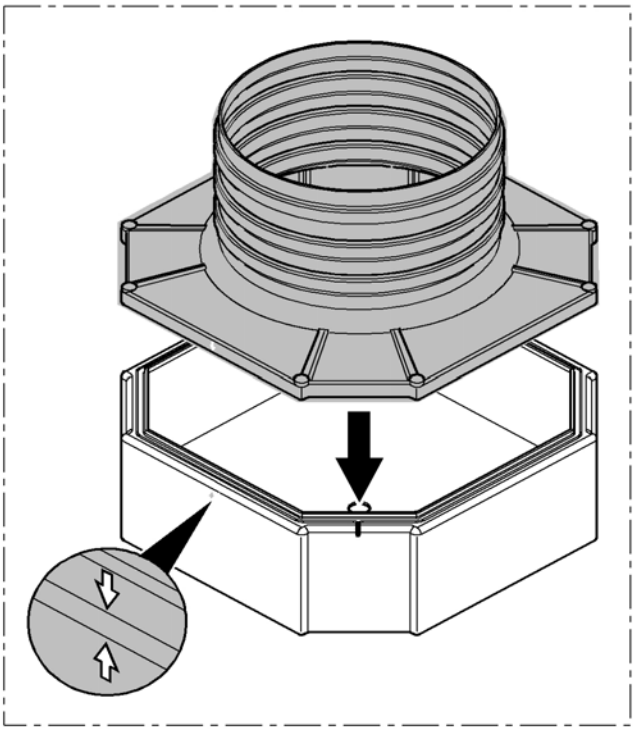

Fig. 2
• Colocar la parte superior de la arqueta en su base poniendo atención en evitar golpear los conectores necesarios para la soldadura y en que las flechas blancas dibujadas en los dos componentes coincidan. (Fig. 2)